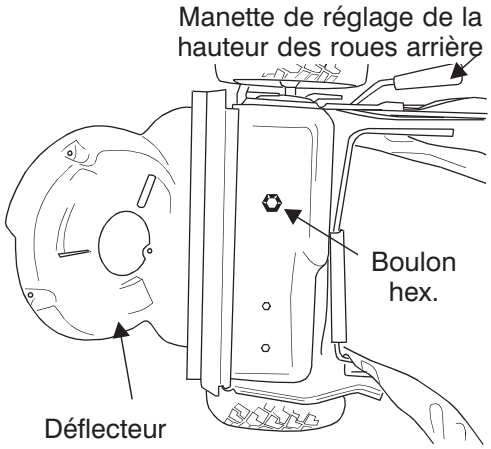

Figure 21
8. Enlevez le boulon hex. qui maintient la transmission sur la carrosserie de la tondeuse. Voir la Figure 21.